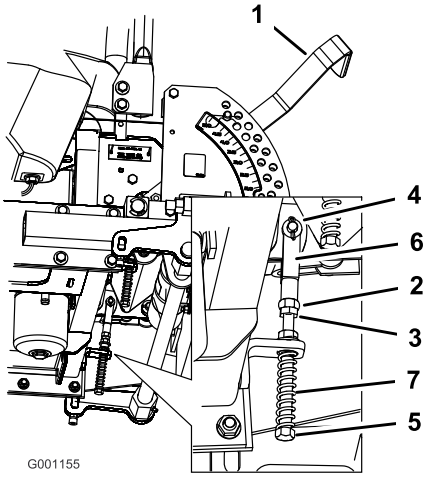

Figura 68
8. Si es necesario un ajuste, afloje la tuerca y la contratuerca contra la horquilla (Figura 68).
9. Aplique una ligera presión hacia atrás en la palanca de control de movimiento, gire la cabeza del perno de ajuste en el sentido apropiado hasta que la palanca de control esté centrada en posición de bloqueo/punto muerto (Figura 68).
10. Apriete la tuerca y la contratuerca (Figura 68).